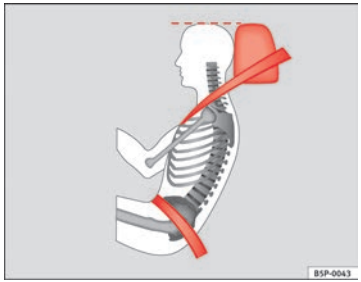

Abb. 14 Richtiger Gurtbandverlauf und richtige Kopfstützeneinstellung von der Seite betrachtet
- **Das Beckengurtteil des Sicherheitsgurtes muss vor dem Becken verlaufen und niemals über dem Bauch. Dabei muss der Gurt flach und fest am Becken anliegen ⇒ Abb. 14. Ziehen Sie das Gurtband gegebenenfalls etwas nach.**